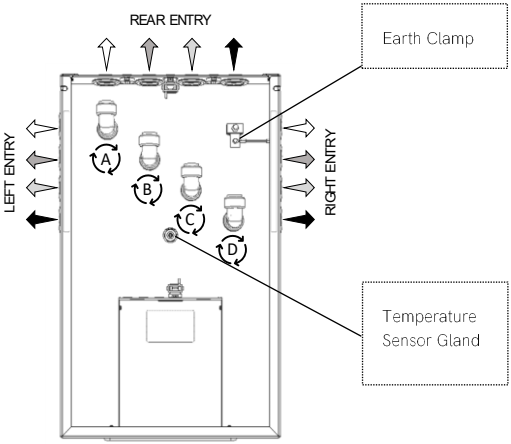

Figure 7 - Thermino xPlus Ports
- Rotate the elbows to the side you wish to connect the hydraulics (left, right or back) (Figure 7).
Heat Source Return from the Heat Battery to Port C (Figure 7, left hand side).